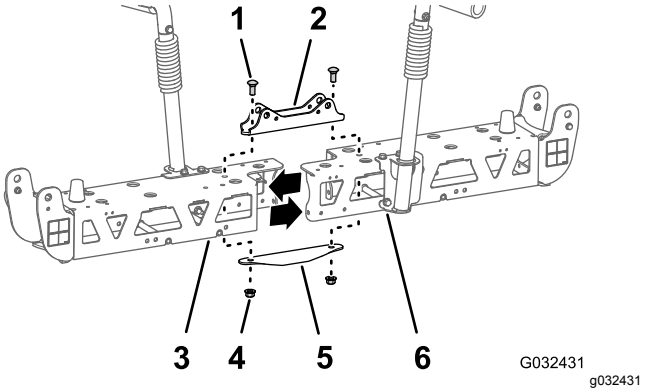

Figur 75
2. Ta bort de två vagnsskruvar (1/2 x 1 1/4 tum) och två låsmuttrar (1/2 tum) som fäster det smala cylinderfästet, de vänstra och högra fackverksramarna och den smala förankringsplattan (Figur 75).